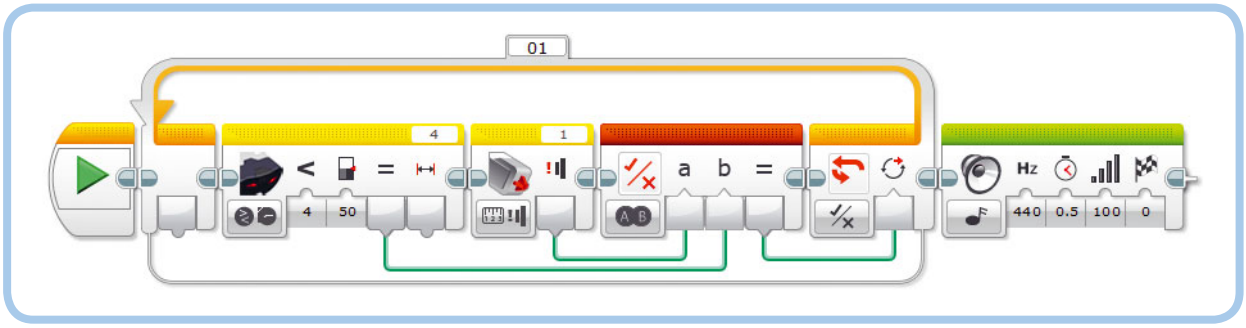

Рис. 15.10. Программа LogicOr
В режиме **ИЛИ** (OR) вывод блока передает значение **Истина** (True), если одно или оба входных значения истинны, как это продемонстрировано в программе LogicOr на рис. 15.10. Программа постоянно проверяет, срабатывает ли датчик касания или инфракрасный датчик. Если срабатывают один или оба, выходным результатом будет **Истина** (True), что приведет к завершению цикла. Как только цикл завершается, блок **Звук** (Sound) воспроизводит звуковой сигнал. Этот метод полезен, поскольку позволяет программе ждать до тех пор, пока по крайней мере один из нескольких датчиков не сработает.